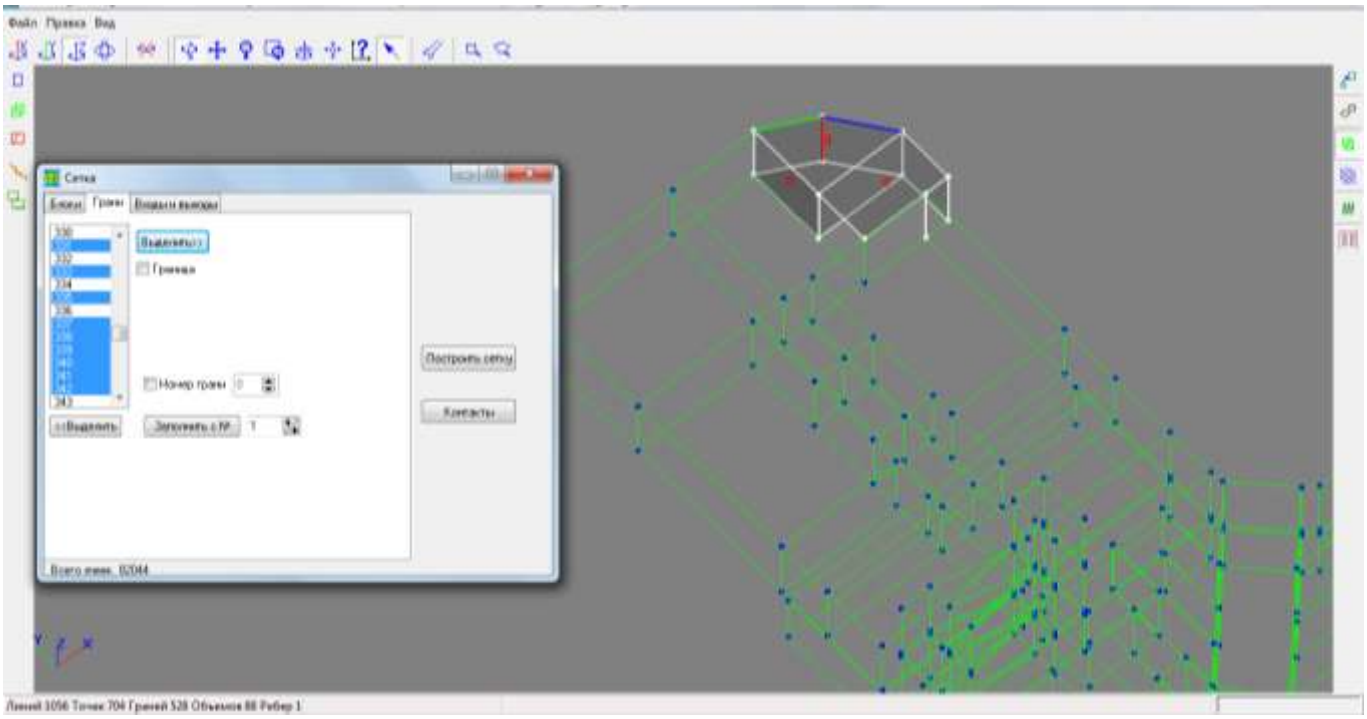

Рисунок 4.63 – Инструмент «Сетка». Закладка «Грани», отображение в списке выделенных в каркасе граней по нажатию кнопки «Выделить»
- кнопка «Выделить>>» используется для выделения в списке «Грани» тех граней, которые полностью выделены в рабочем окне (это инструмент поиска нужных граней в списке, когда количество граней в списке велико, в этом случае грани удобнее выделять в рабочем окне непосредственно на каркасе и с помощью данной кнопки находить их в списке), Рисунок 4.63.